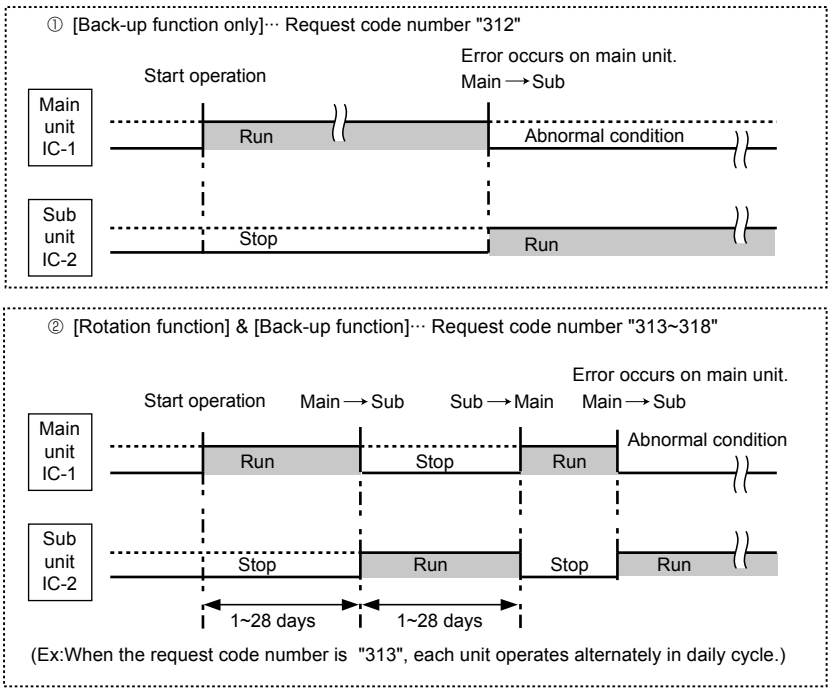

Fig. 1
- This function is available only by the grouping control system (INDOOR UNIT: OUTDOOR UNIT=1:1) of 2 refrigerant groups. (Refer to Fig. 1)
- Main indoor unit should be connected for wired remote controller and the transmission line (TB5) for main and sub unit should also be connected. (Refer to Fig. 1)
| **1. REMOVING THE PANEL**(1) Press and unlock the knobs on both sides of the front grille and lift the front grille until it is level. Pull the hinges forward to remove the front grille. (See Photo 1)(2) Remove 3 screw caps of the panel. Remove 5 screws. (See Photo 1)(3) Unfix 3 hooks. (See Figure 1)(4) Hold the lower part of both ends of the panel and pull it slightly toward you, and then remove the panel by pushing it upward.(5) Remove the screw of the corner box. (See Photo 1) Remove the corner box. | **Photo 1**
**Figure 1**